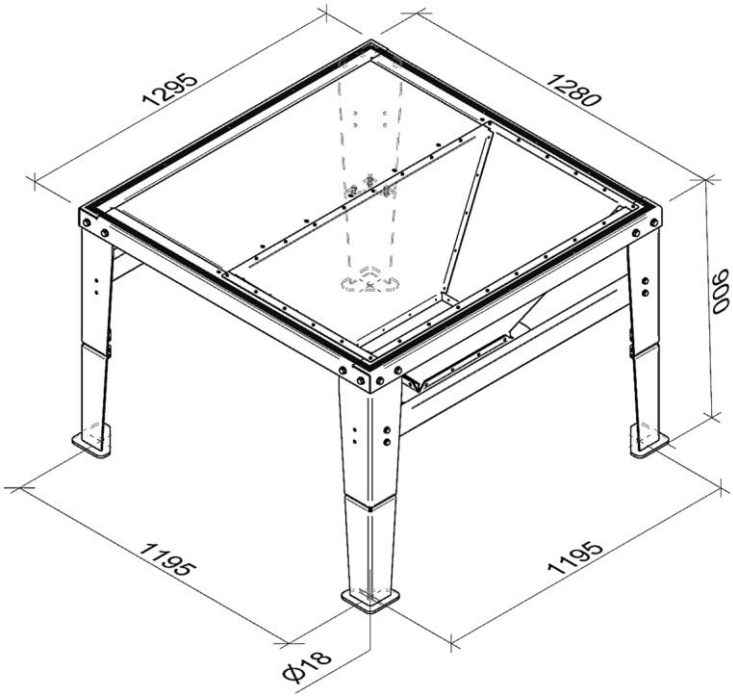

Rysunek 13 Rama nośna
B. Ramę nośną wypoziomować. Przymocować do podłoża wykorzystując otwory montażowe w nogach – patrz niżej Rysunek 13. Wielkość i rozstaw otworów montażowych: Ø18 na □1195×1195 mm [15].
C. Nakleić na powierzchni ramy uszczelkę w sposób pokazany wyżej – patrz Rysunek 13 wyżej. Utworzyć kwadrat z uszczelki równomiernie odsuniętych od krawędzi zewnętrznej ramy nośnej, pokrywających otwory montażowe w ramie o szerokości pasma minimum 25 mm. Sprawdzić jakość i stan przygotowanej uszczelki.